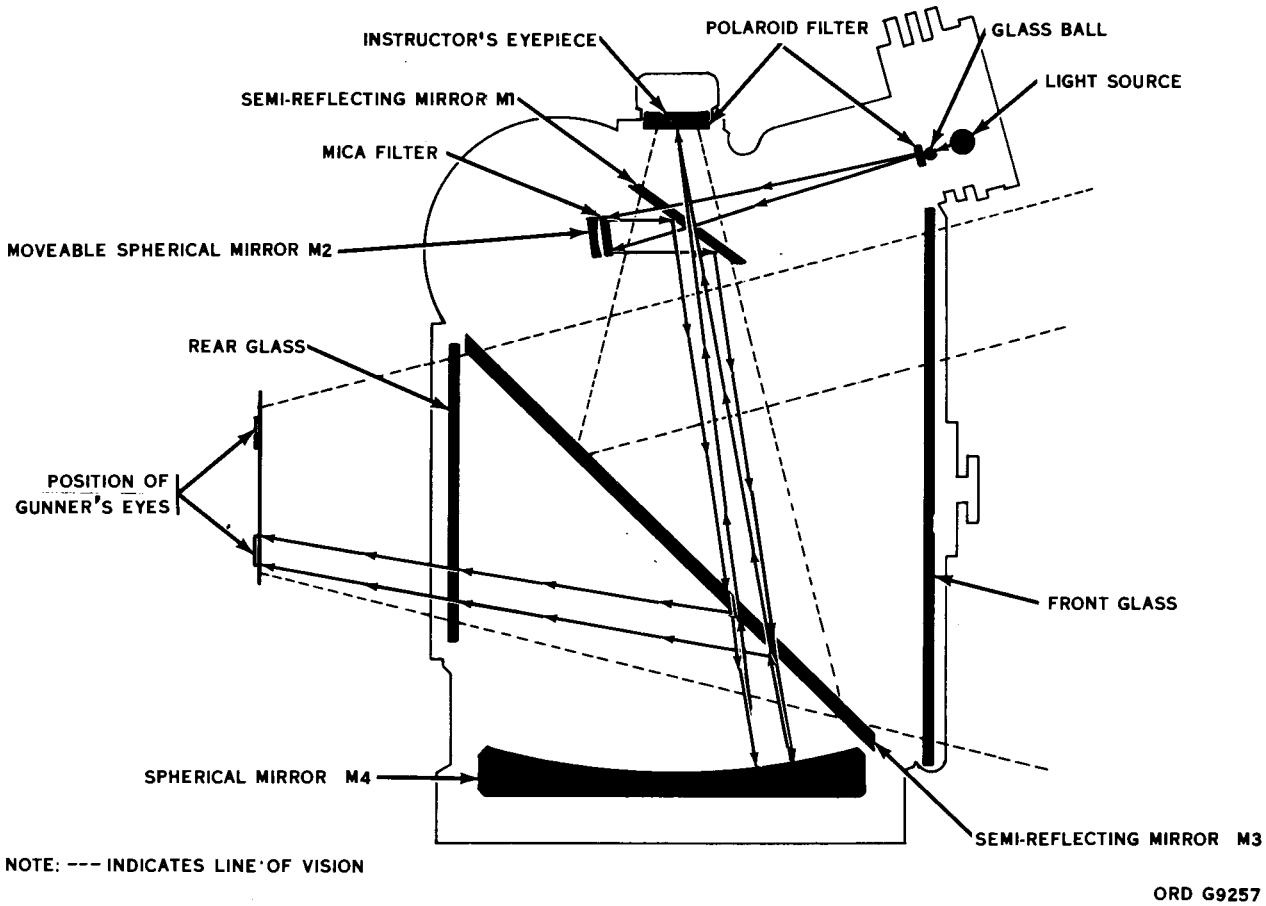

Figure 14. DX-43 optical system diagram.
a. he optical system (fig. 14) operates as follows. The light source is an electric bulb. Light rays from the bulb pass through the glass ball, forming a point image. Rays from the point image pass through the small semi-reflecting mirror (M1) and hit the moveable spherical mirror (M2). From this mirror the light rays are reflected to the rear face of M1, and from there through the large semi-reflecting mirror (M3) to the large spherical mirror (M4). The point image produced by M2 falls at the focal point of M4. Hence M4 produces a virtual image located at infinity, that is, all light rays reflected from the mirror are parallel. This virtual image is reflected from the rear face of M3 to the gunner's eye. Part of the rays also pass through the two semi-reflecting mirrors to the instructor's eyepiece.